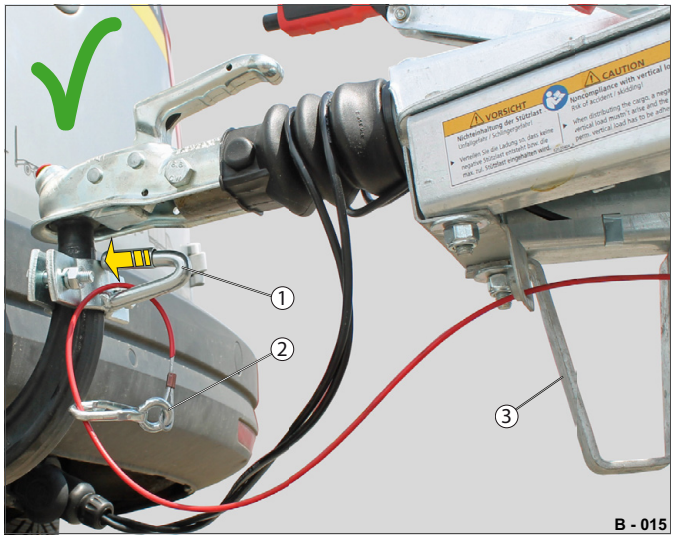

Abb. 15 Odtrhové lanko zajištěné
▶ Zkontrolujte, zda je pružný hákový čep (Abb. 15/2) zavřený.
Odtrhové lanko se přetrhne, brzda se aktivuje, přívěs se podepře o opěrnou patku (Abb. 15/3) a zastaví se.